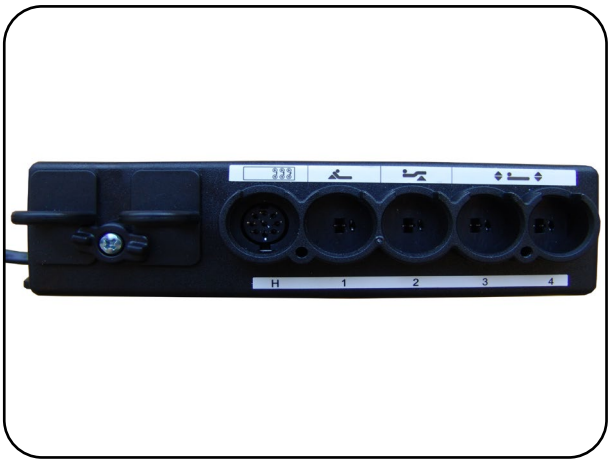

Abb. 6.3.05 - Steuerung
5. Schließen Sie die Handbedienung und die Antriebe, entsprechend der Piktogramme auf der Steuerung, an (Abb. 6.3.05).